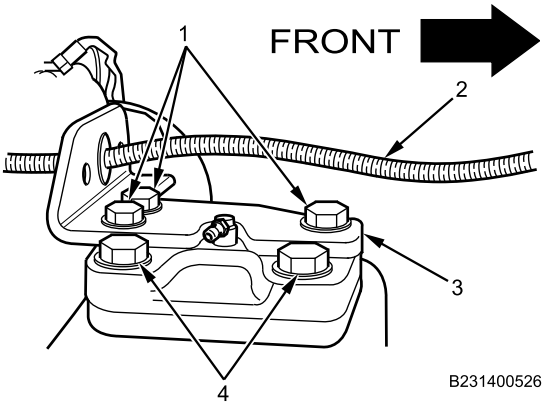

Figure 6. Brake Chamber Bracket.
2. Apply thread sealing compound to threads of mounting bolts (Figure 6, Item 1 and 4).
3. Align boltholes and loosely install two steering arm mounting bolts (Figure 6, Item 4).
4. Install air brake chamber mounting bracket (Figure 6, Item 3) and insert remaining three mounting bolts (Figure 6, Item 1). Ensure ABS sensor wire is not pinched and moves freely (Figure 6, Item 2).
5. Torque all mounting bolts (Figure 6, Item 1 and 4) to 100-115 lb-ft (136-156 N•m).